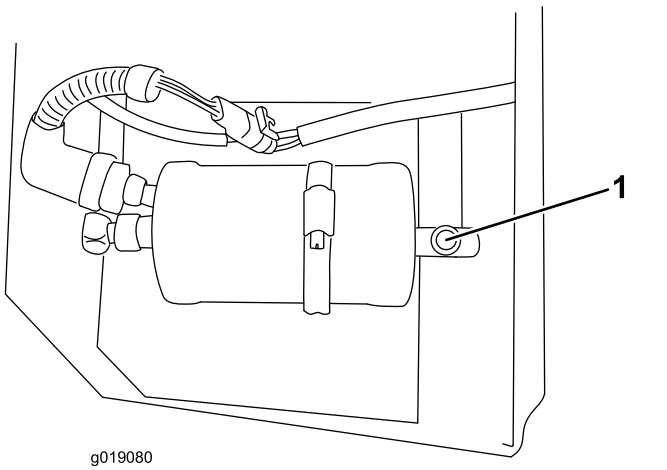

Figur 15
1. Använd siktglaset i uppsamlingstanken för att kontrollera kylmedelsnivån (Figur 15).